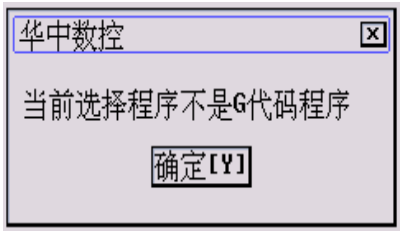

图 6.1.3 提示文件类型错
(6) 按 Enter 键，文件列表框中显示被选分区的目录和文件；
(7) 按 Tab 键进入文件列表框；
(8) 用▲、▼、▶、◀、Enter 键选中想要运行的磁盘程序的路径和名称，如当前目录下的“O1234”；
(9) 按 Enter 键，如果被选文件不是零件程序，将弹出如图 6.1.3 所示对话框，不能调入文件；